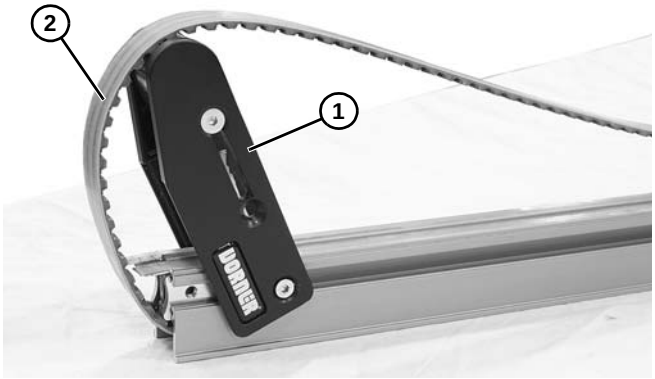

Abbildung 49
2. Kopfplattenbaugruppe **(Abbildung 49, Teil 1)** nach oben klappen und Band **(Abbildung 49, Teil 2)** abnehmen.